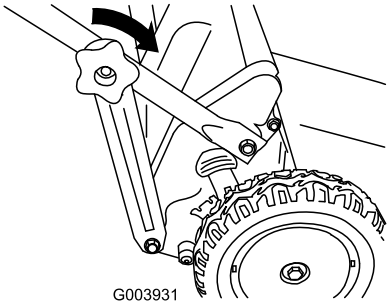

Figur 17
3. Monter de nedre håndtagsknapper, og tilspænd knapperne helt(Figur 17).